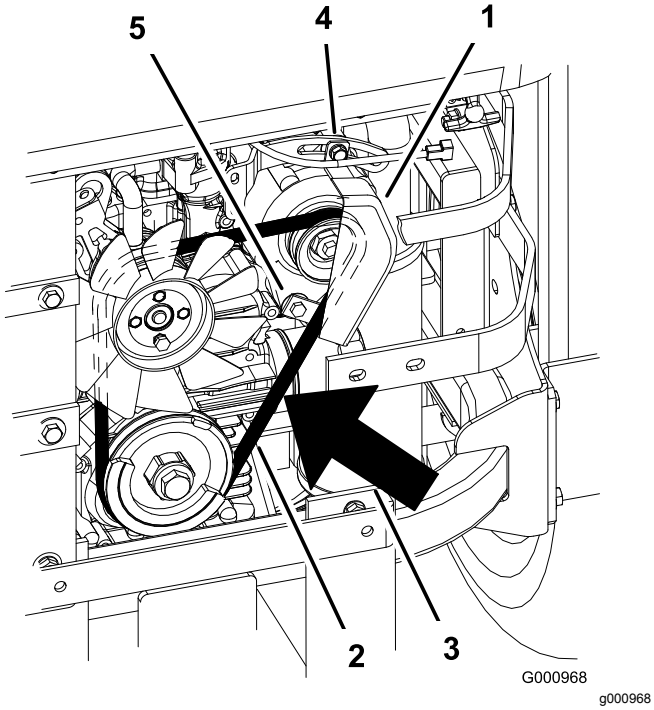

Bild 74
2. Stellen Sie die Lichtmaschine nach außen ein, sodass der Riemen zwischen den Motor- und Lichtmaschinenspannscheiben beim Aufbringen einer Kraft von 10 kg 7 mm bis 9 mm durchbiegt (Bild 74).
5. Wenn die Spannung richtig ist, ziehen Sie die untere und obere Schraube fest (Bild 74).